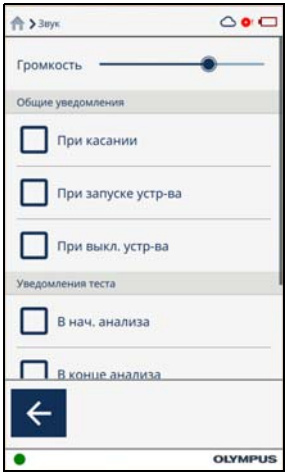

Рис. 4-21 Экран Звук
- Нажмите кнопку **Звук** ( ) на **Панели меню**, чтобы открыть экран **Звук** (см. Рис. 4-21 на стр. 131).